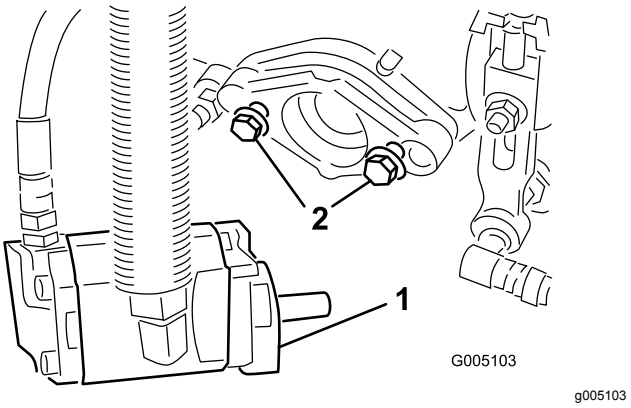

Figur 10
6. Kontroller, at ca. 13 mm af gevindet er blotlagt på hver monteringsbolt på knivcylinderens drivmotor (Figur 10).
8. **Spænd monteringsboltene** (Figur 10).